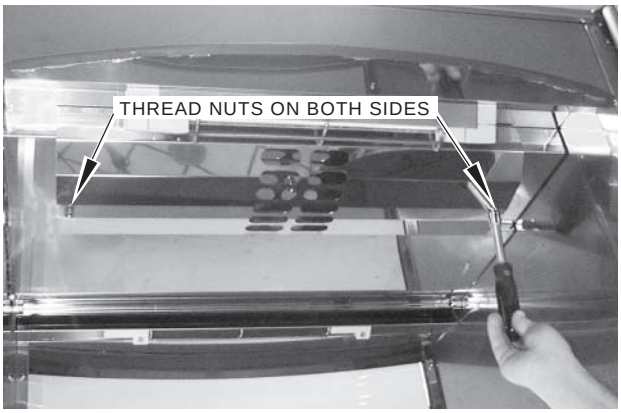

Fig. 57
12. Reinstall vent-grate: Tighten 7/16" nuts on each side of vent grate using a 7/16" nutdriver (Fig. 57).